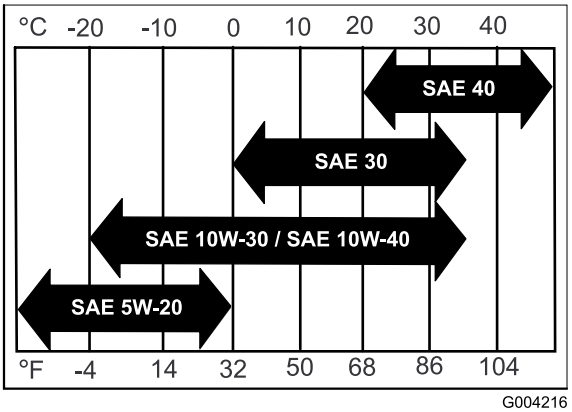

**Rysunek 34**
**Lepkość:** patrz tabela (Rysunek 34).